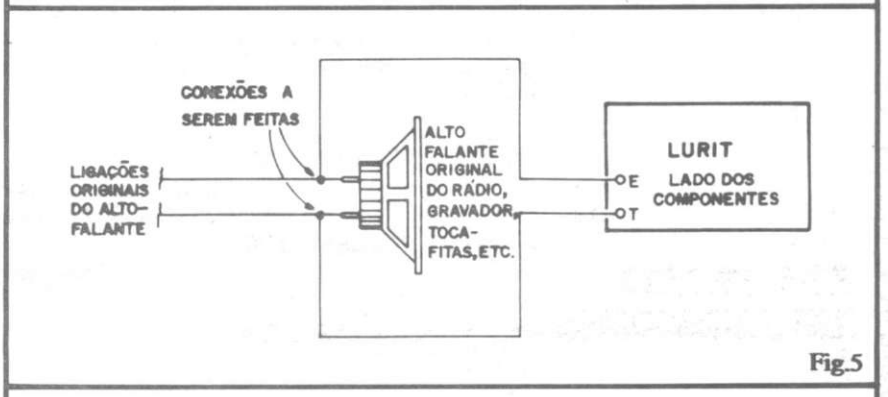

Fig.5
- **FIG. 5** - Acoplamento da LURIT-10 ao sistema de áudio. A única coisa a ser feita é a conexão dos fios de Entrada ("E-T") aos próprios terminais do alto-falante que normalmente está instalado no sistema de áudio (seja ele um "radinho" de bolso, seja um "tremendão da vida", com 80 ou